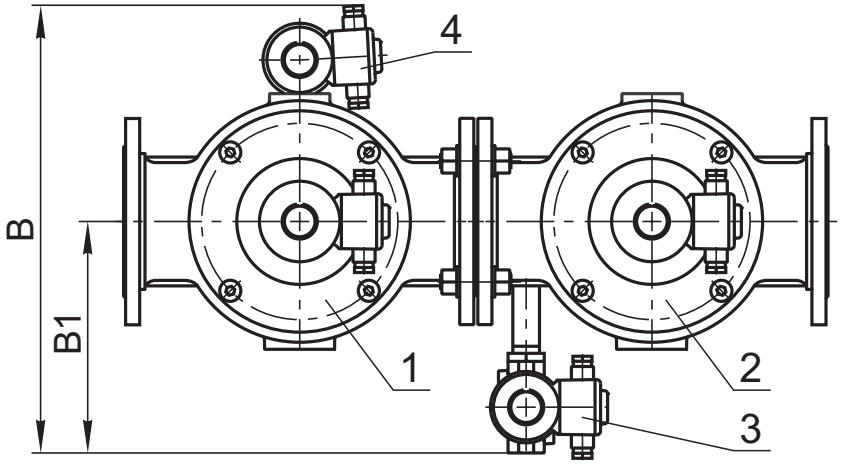
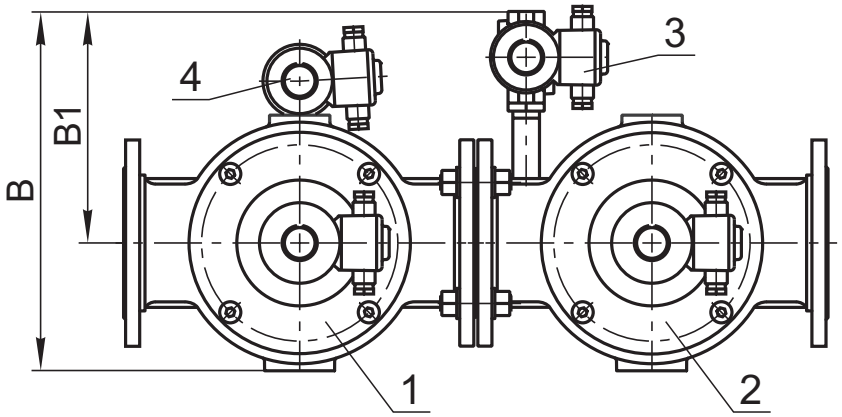

Рис. 21-35
Рис. 21-36
Блок (рис. 21-35, 21-36) состоит из следующих основных узлов и деталей:
Клапан свечи безопасности может располагаться справа по ходу газа (рис. 21-35) или слева (рис. 21-36).
* Габаритный размер «В» (ширина) приведен для правого исполнения блоков (рис. 21-35). Для левого исполнения блоков (рис. 21-36) данный размер необходимо уменьшить на 75 мм.